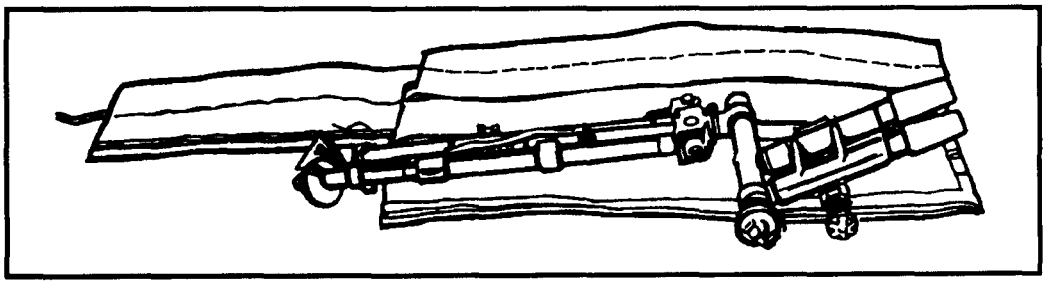
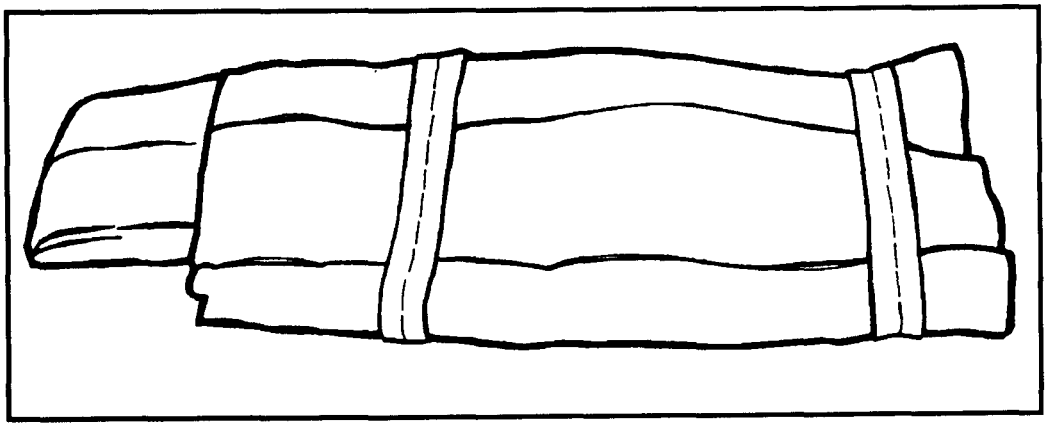

Figure 12-21. Bipod with case.
Figure 12-23. Assistant gunner's case completed for jumping.
b. **Assistant Gunner.** Place the biped assembly inside the case (Figures 12-21 and 12-22), ensuring that the traversing mechanism is in the middle of the case. Secure the closing flap. Tandem-rig the case and pack for lowering (Figure 12-23 and paragraph 12-13).